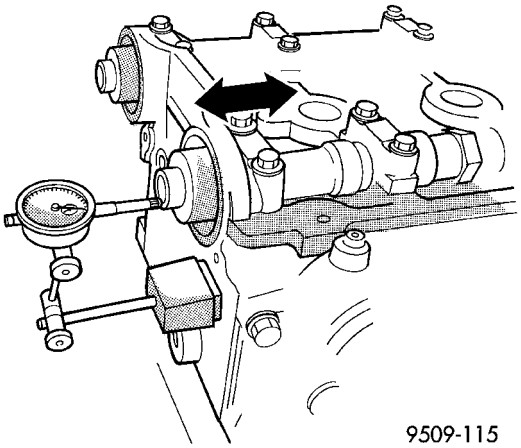

Fig. 24 Juego longitudinal del árbol de levas
(1) Lubrique los gorrones del árbol de levas e instale el árbol de levas **SIN** los conjuntos de casquillos de leva. Instale las tapas de levas traseras y apriete los tornillos con la torsión especificada.
(2) Con una herramienta adecuada, desplace el árbol de levas lo más atrás posible.
(3) Coloque el indicador de cuadrante en cero (Fig. 24).
(4) Desplace el árbol de levas lo más adelante posible.